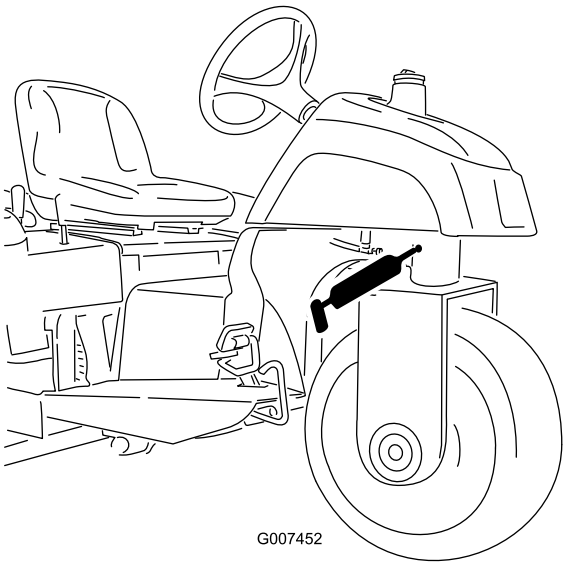

Figur 25
- Styrtapp (Figur 25)
Obs: För att smörja nippeln på styrtappen (Figur 25) krävs en adapter till fettsprutans munstycke. Beställ Toro-delen med artikelnr 107–1998 från en auktoriserad Toro-återförsäljare.